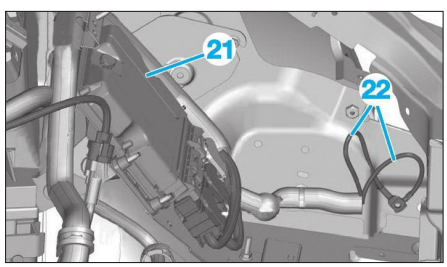

**Fig. 71**
• Déposer le calculateur de gestion moteur (21) **(Fig.71)** (voir opération concernée).
• Déconnecter les masses (22).